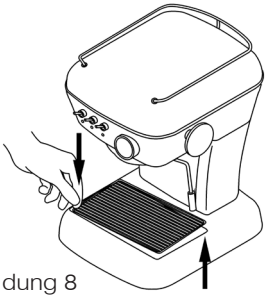

Abbildung 8
- Ziehen Sie die Auffangwanne regelmäßig heraus, um sie zu reinigen (Abbildung 8).